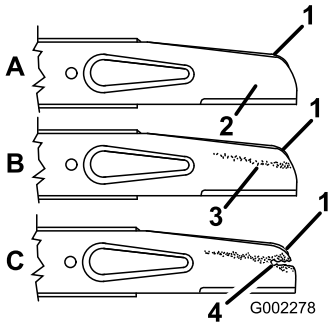

Figur 24
2. Ta bort knivmuttrarna, acceleratorn och kniven (Figur 24).